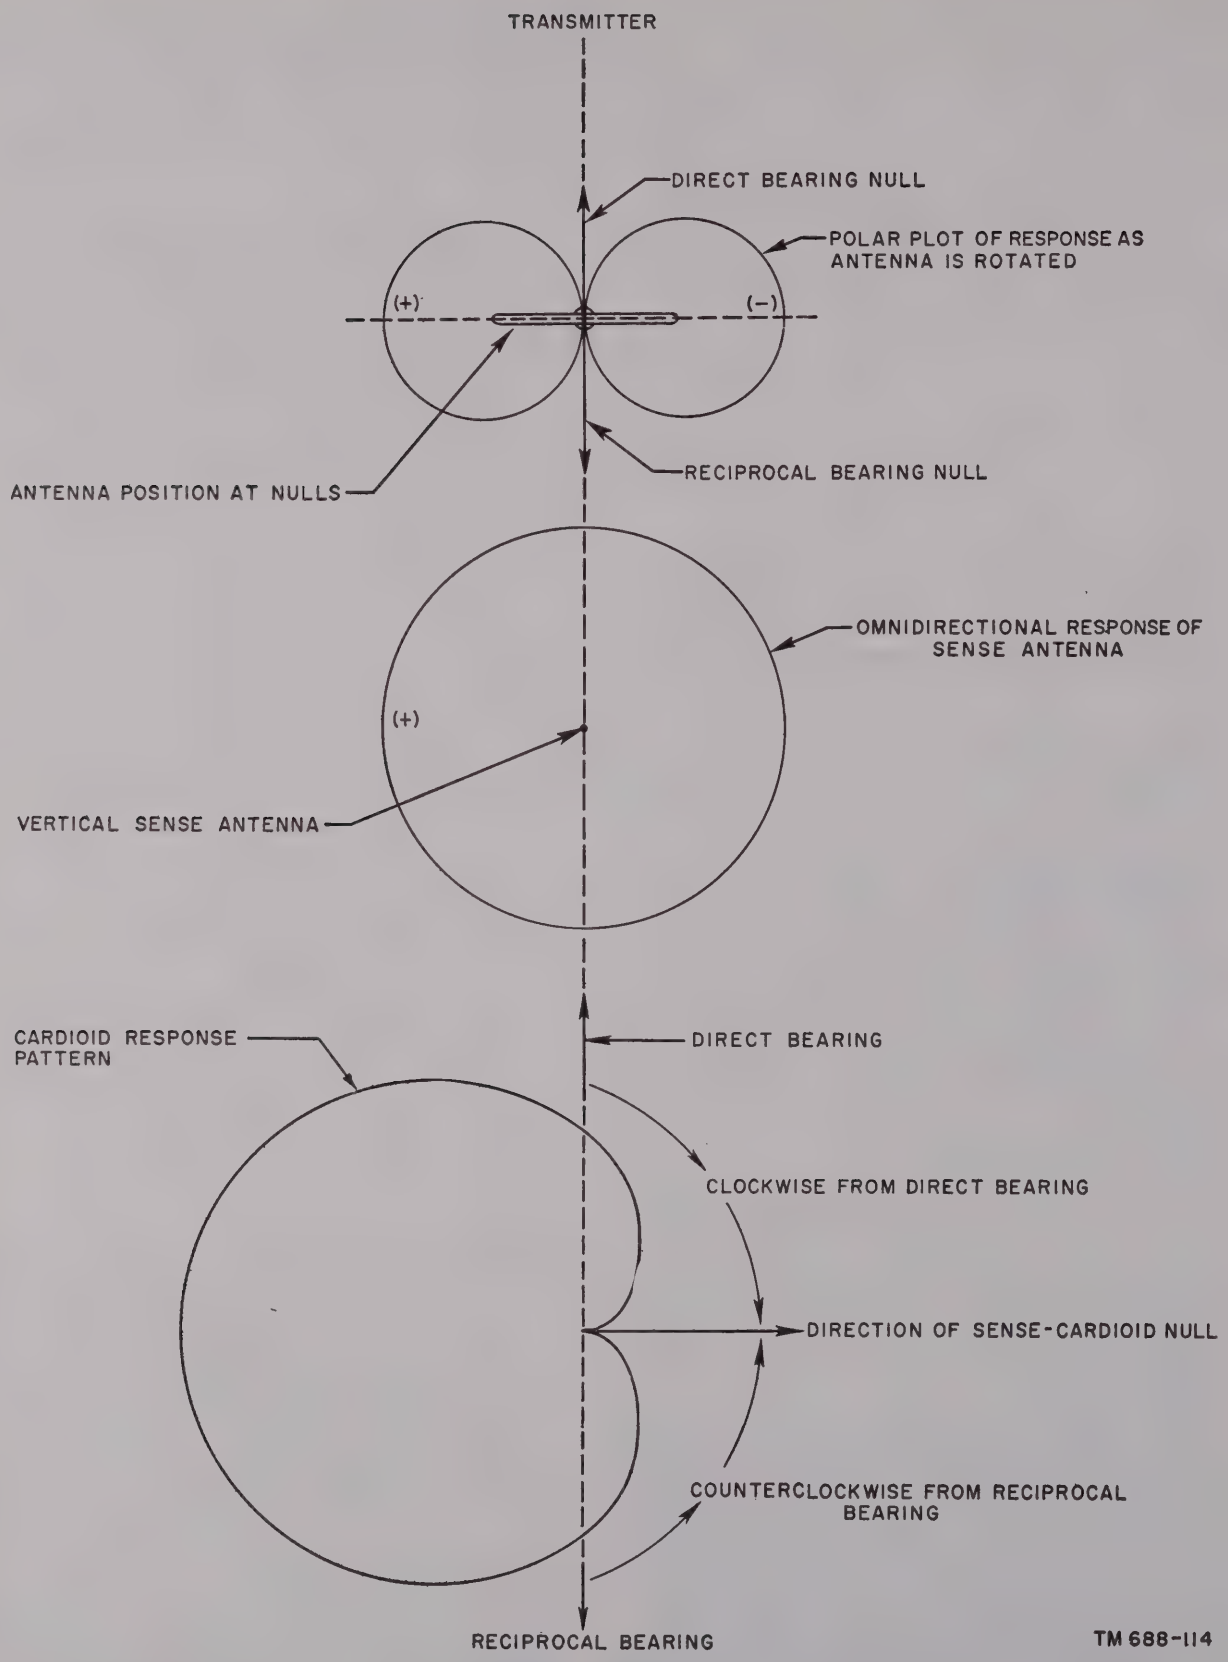
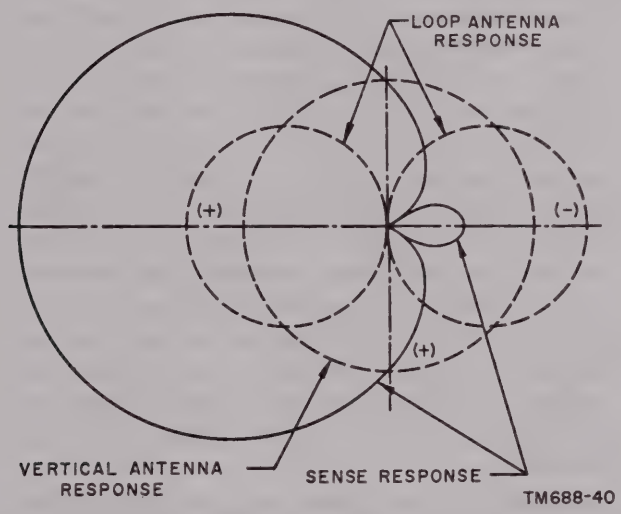
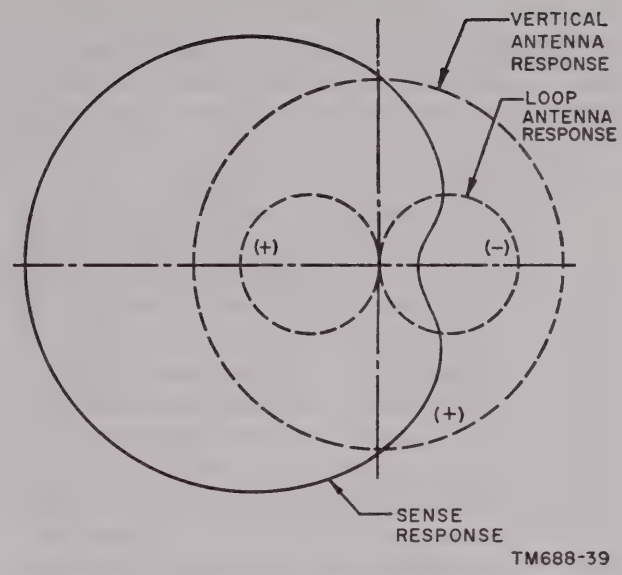
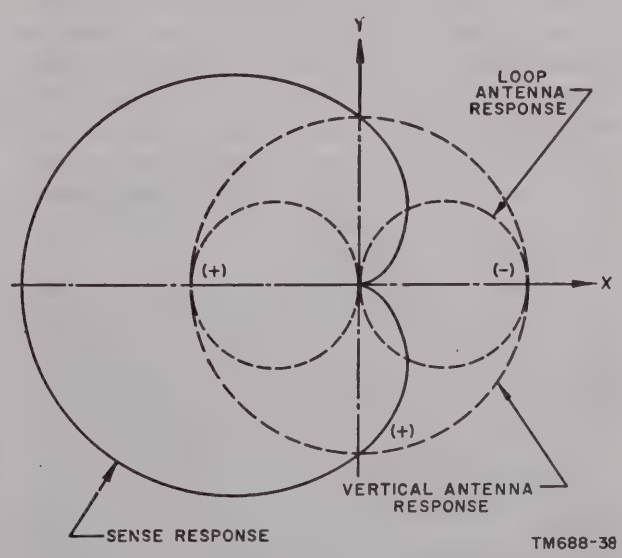

Figure 63. Sense process.
Figure 64. Development of response pattern for weak vertical antenna response and strong loop antenna response.
Figure 65. Development of response pattern for strong vertical antenna response and weak loop antenna response.
Figure 66. Development of ideal cardioid response pattern.
c. There are two positions of the loop, 180° apart, in which the plane of the loop is parallel to the wave front. Therefore, there are two positions of the loop at which a null in the loudspeaker output is obtained. As illustrated in figure 63, one of these nulls is called the direct-bearing null and the other is called the reciprocal-bearing null. Unless the general direction of the transmitter is known, a direction finder set equipped with only a single-loop antenna cannot distinguish between the direct bearing and the reciprocal bearing of the transmitter. Sensing is the procedure by which the reciprocal bearing and the direct bearing are distinguished.
a. The output of the single-loop antenna changes polarity as the loop is rotated through a null because the signal arrives at the opposite side of the loop first. This change in polarity is illustrated in figure 63 by the positive and negative signs on the figure-eight response pattern.
b. The output of the single-loop antenna is combined with the output of the sense antenna. The sense antenna is a vertically polarized monopole located at the center of the single-loop antenna. The omnidirectional response pattern of the vertical sense antenna, the figure-eight response pattern of the single-loop antenna, and the response pattern resulting from the combination of the two, are shown in figure 63. The output of the sense antenna is in phase with one lobe of the figure-eight response pattern and out of phase with the other lobe. Therefore, the pattern resulting from the combination of the two is the cardioid response pattern.
c. The cardioid response pattern illustrated in figure 63 indicates zero output at the cardioid null. Zero output is obtained at the null only if the amplitude of the omnidirectional response pattern of the sense antenna is exactly equal to the maximums of the figure-eight response pattern of the single-loop antenna and the output of the sense antenna is of the correct phase. The response patterns obtained when the two are not equal are shown in figures 64 and 65. Figure 64 shows the response pattern resulting from the combination of the two when the maximums of the figure-eight response pattern are greater than the omnidirectional response pattern. Figure 65 shows the response pattern developed when the omnidirectional response pattern is greater than the maximums of the figure-eight response pattern. To obtain the ideal cardioid response pattern (fig. 66), the
d. To obtain the ideal cardioid response pattern (fig. 66), the amplitude of the signal from the sense antenna is made equal to the amplitude of the signal from the single-loop antenna by adjusting the SENSE GAIN control on the rf amplifier. With the sense switch in the position of minimum output (*b* above), the SENSE GAIN control is adjusted for minimum output from the loudspeaker.